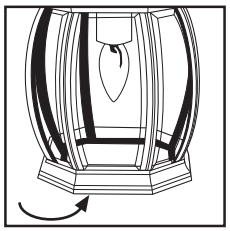

Figura 2
b. Para las unidades de extremo inferior abierto, coloque la(s) bombilla(s) por la abertura inferior (ver la figura 2).